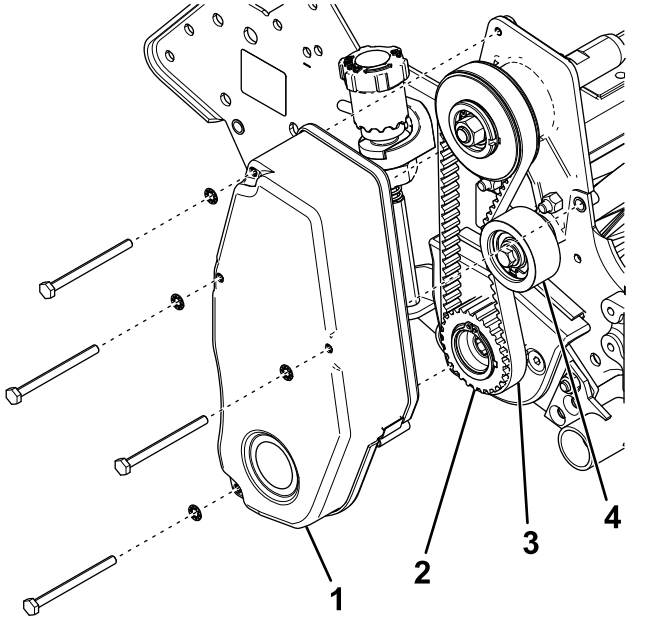

図 12
4. リールシャフトに駆動プーリを取り付ける図 12。
7. サイドプレートに、リール駆動ベルトのカバーを取り付ける図 12。